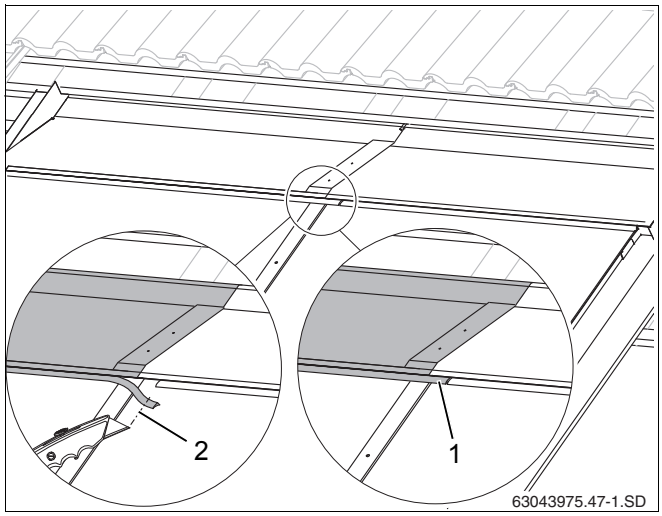

Рис. 57 Раскрой резинового язычка
- Укоротите резиновый язычок настолько (рис. 57, [2]), чтобы он уперся в язычок правого накладного листа.
- Вставьте резиновый язычок левого накладного листа в фальц правого накладного листа (рис. 57, [1]).